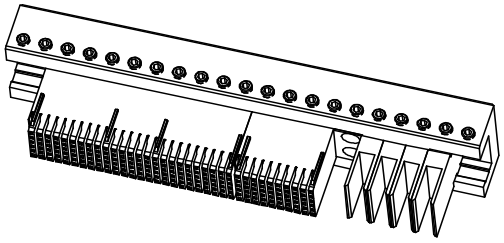

**Figure 2-4**
3. Now tighten the M3 set screws against the modules with one (1) screw against each power module inserter and each alignment block; and two (2) screws evenly spaced on a 6 by 10 header insertion module; and at least three (3) screws evenly spaced on a 6 by 25 header insertion module. Figure 2-4 shows a typical completed assembly.